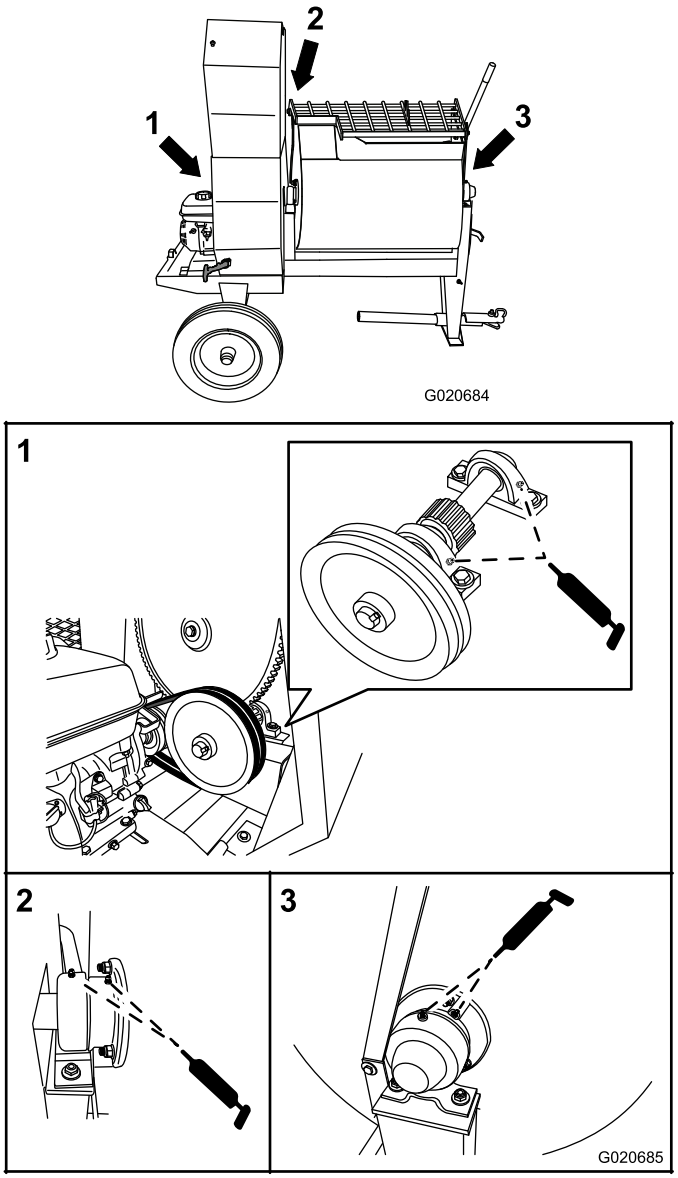

Figure 48
1. Nettoyez la surface autour de chaque graisseur avec un chiffon et retirez le capuchon en plastique du graisseur (Figure 48).
- Pour les paliers, faites 1 injection de graisse dans chaque graisseur (Figure 48).
- Pour les tourillons, injectez de la graisse à plusieurs reprises dans le graisseur jusqu'à ce qu'elle commence à suinter hors du logement du palier (Figure 48).